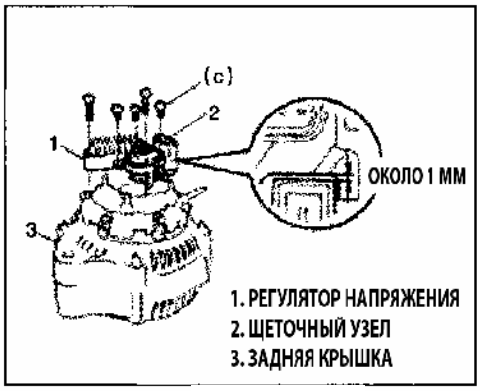

Рис. 266
12) Установите регулятор напряжения со щеточным узлом на заднюю крышку (Рис. 266).
13) Установите 5 винтов до промежутка примерно 1 мм между щеточным узлом и разъемом (Рис. 266).